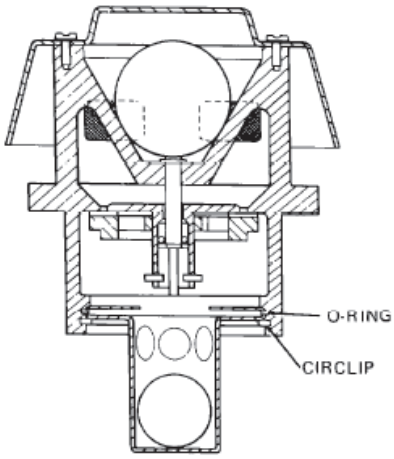

Figure 38 O ring Installation
g. Insert a new O ring into the uppermost groove in the bottom of the pressure and vacuum vent body (Figure 38).